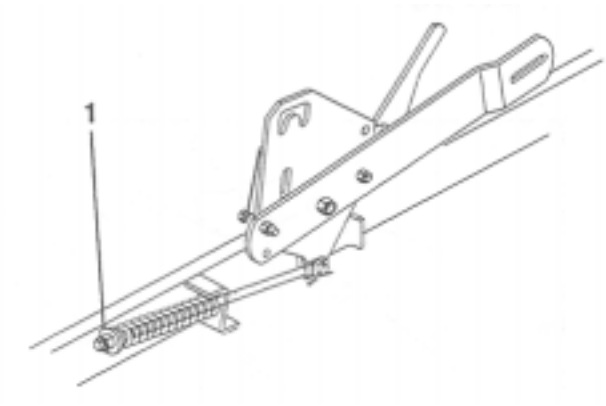

Figure 11
2. Rotate the spring adjusting nuts (Fig. 11) clockwise to the raise the blade; counterclockwise to lower the blade.